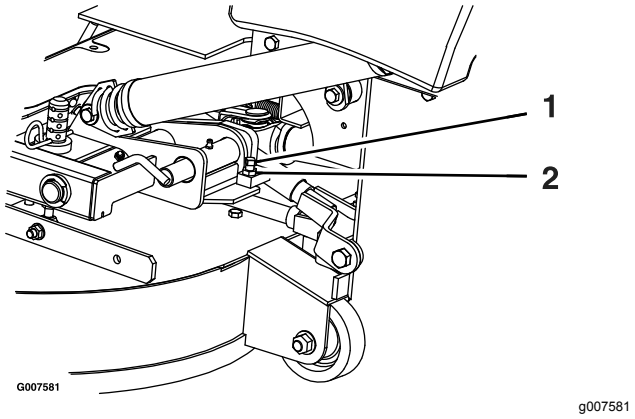

Figura 67
2. Desaperte a porca de retenção e rode o parafuso limitador no sentido dos ponteiros do relógio até que o pino de bloqueio fique apertado e não possa ser rodado à mão (Figura 67).